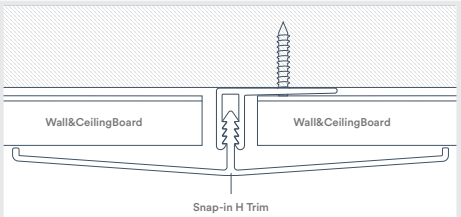

Fig. 9
4. If your ceiling is longer than your panel lengths, the panels must be joined where the panel ends meet using the Snap-In H Trim (Fig. 9). Refer to the Panel Joints portion of the Trim Applications section of this document for details.